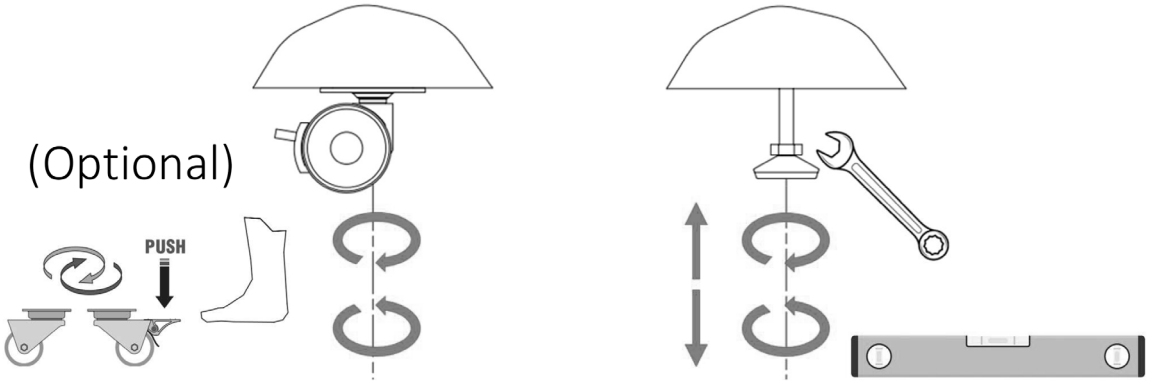

fig. 12
- L'apparecchiatura è dotata di quattro (4) piedini regolabili o, come optional, di quattro (4) rotelle pivotanti con freno (fig. 12):
- Nella configurazione con piedini regolabili è assolutamente necessario dopo il posizionamento mettere in piano l'apparecchiatura come mostrato in fig.12 lato destro.
- Nella configurazione con rotelle pivotanti è assolutamente necessario stabilizzare l'apparecchiatura a pavimento bloccando i freni delle rotelle, assicurandosi di averla posizionata in piano (fig.12 lato sinistro).